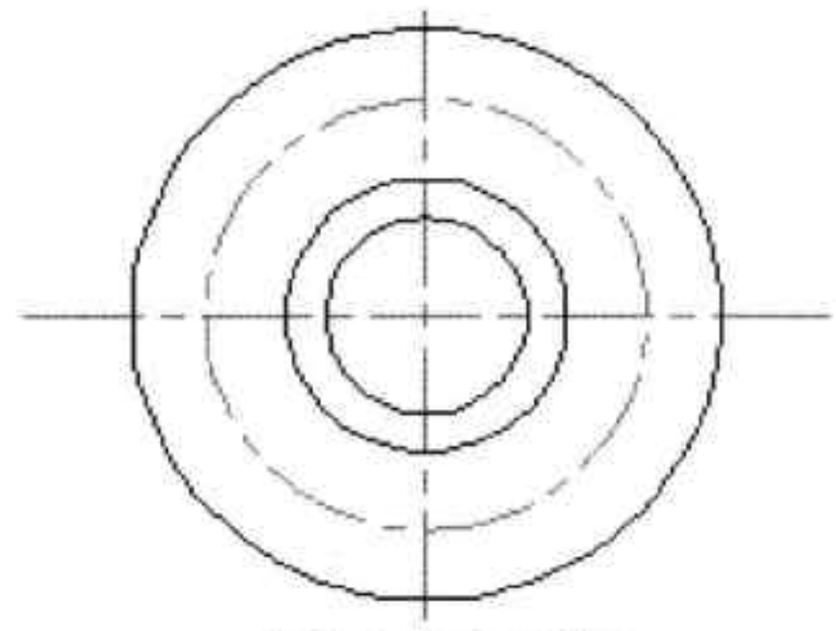

图21-4 更换线型层
Step 04 选中半径为 30、42 和 88 三个圆，将其线型设置为“实线”线型，如图 21-4 所示。